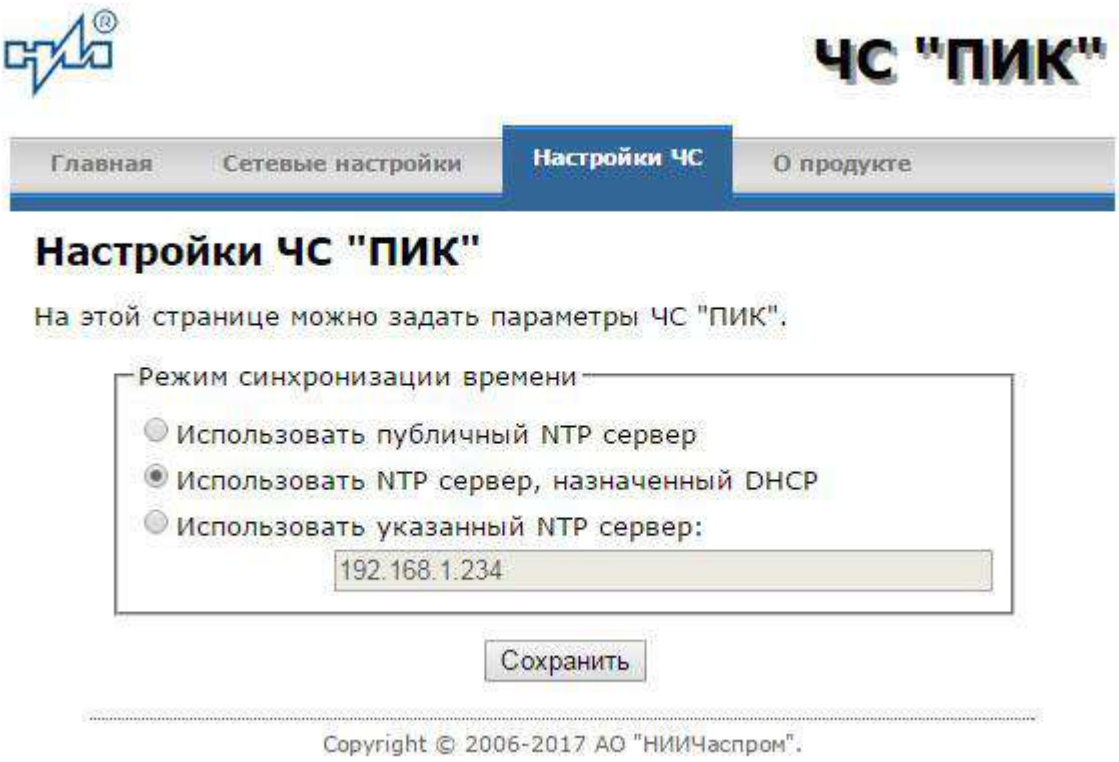

Рисунок 3
6.4 Для получения доступа к настройкам параметров синхронизации часовой станции нажмите на ссылку «Настройки ЧС» и введите в появившемся диалоговом окне имя пользователя и пароль для доступа к настройкам. Если имя и пароль верны, откроется страница с настройками станции (рис.3).